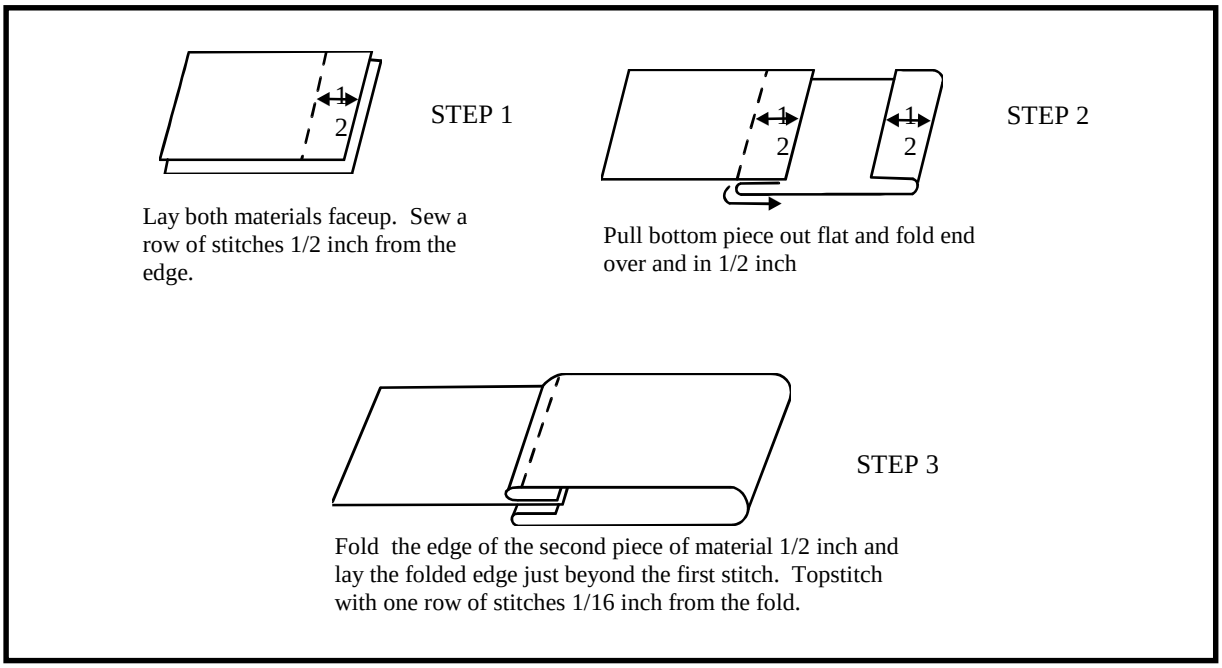

Figure 3-13. Seam type 5
f. Seam type 5. Seam type 5 (Figure 3-13) is an overlapped and topstitched seam. It is used to attach collars and cuffs to shirts. To make seam type 5--
(1) Cut an 8- by 8-inch piece of material into two pieces 4 inches by 8 inches.
(2) Place both pieces of the material on the table face up, and squarely over each other.
(3) Mark a line on the top piece of the material on the right side of material 1/2 inch from edge (8-inch length).
(4) Sew both pieces of material together with a simple seam, following the markings made 1/2-inch from the edge. Tack the stitch lines at both ends with a 1-inch tack (no less than 7/8-inch or no more than 1 1/8 inches).
(5) Fold the bottom piece of material to the right, 1/2-inch seams up and also folded to the right.
(6) Mark the edge of right material 1/2 inch from the edge (face side).
(7) Fold the edge of the material on the 1/2-inch markings. Fold material over so that the folded 1/2-inch edge overlaps the simple seam 1/8 inch.
(8) Sew a row of stitches 1/16 inch from the folded edge. Make certain to tack both ends of the seam (1 inch tack). No less than 7/8 inch or no more than 1 1/8 inches.
(9) Press the seam area flat with an iron.